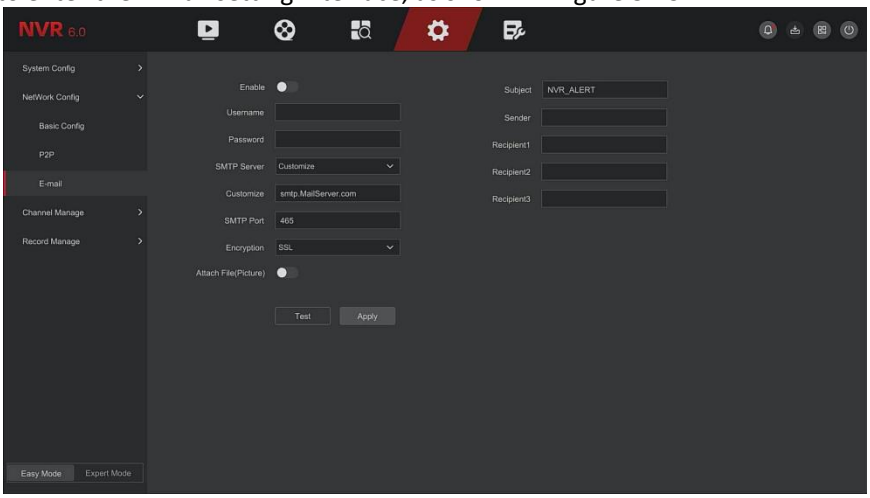

Figure 5-29
Step 1: On the main menu page, click "Config→ Network Config → E-mail" to enter the E-mail setting interface, as shown in Figure 5-29.